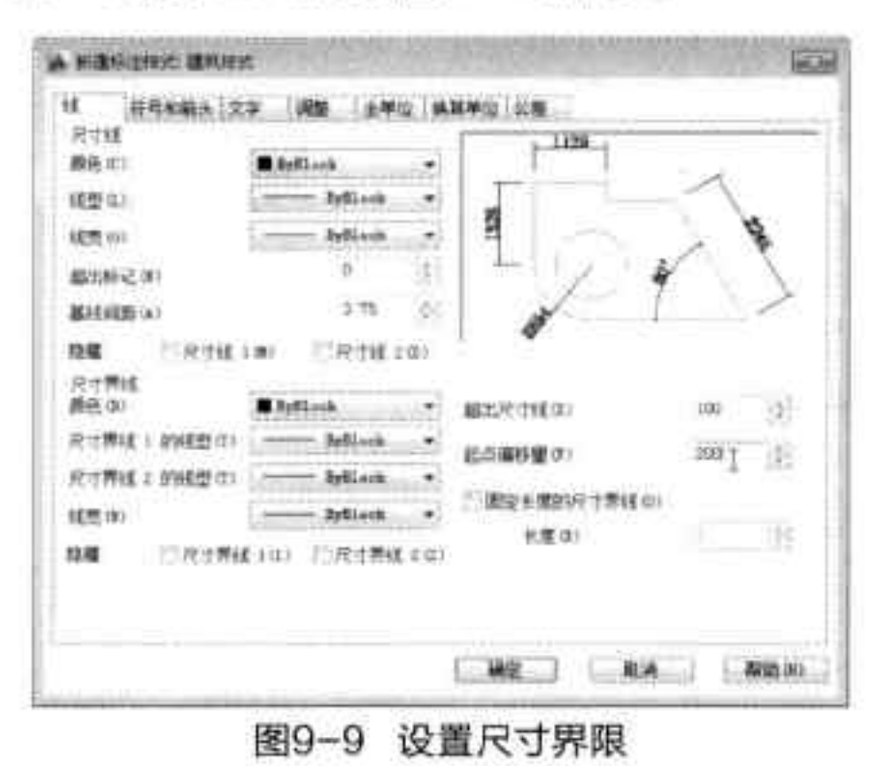

图9-9 设置尺寸界限
Step 09 切换至“线”选项卡，在“尺寸界限”选项组中，将“超出尺寸线”设为100，将“起点偏移量”设为200，如图9-9所示。